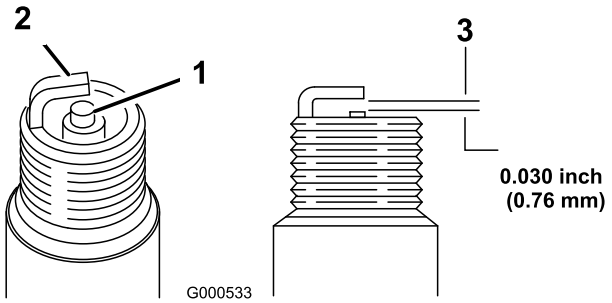

Figur 31
8. Juster åpningen på tennpluggen til 0,76 mm (Figur 31).